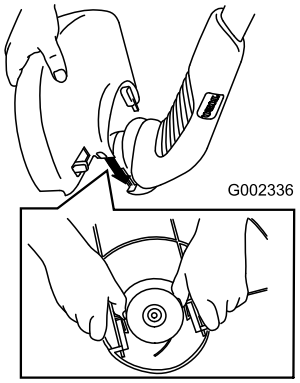

Figur 2
3. Montera skyddet såsom bilden visar (Figur 2) och snäpp fast det på trimmerns bägge sidor.